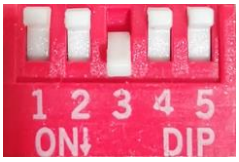

图 6.48 外部航模 PWM 开环拨码开关设置
- 将拨码开关设置为 SW2=OFF（选择开环运行模式），SW3= ON，SW4= OFF，SW5= OFF（选择外部航模 PWM 控制方式），如图 6.48。